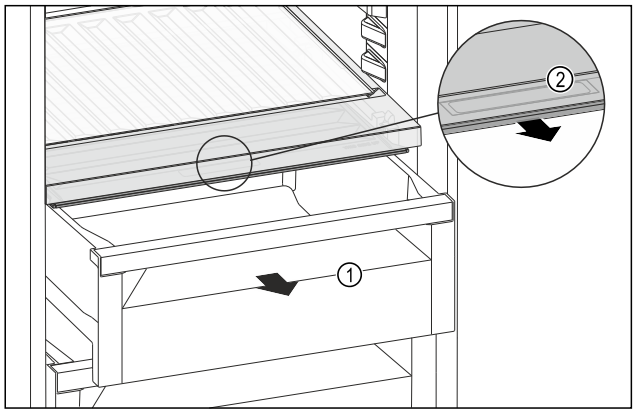

Fig. 175
▶ Retirer le tiroir *Fig. 175 (1)*.
▶ Saisir la poignée encastrée *Fig. 175 (2)* du couvercle du compartiment et tirer le couvercle du compartiment par l'avant.